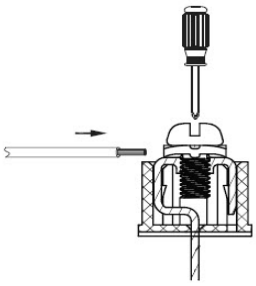

Fig. 45 —Connecting Communication Wire To Outdoor Unit Communication Terminal
3. Use a screwdriver to secure the communication wire on the outdoor unit communication terminal as shown in Fig. 45.